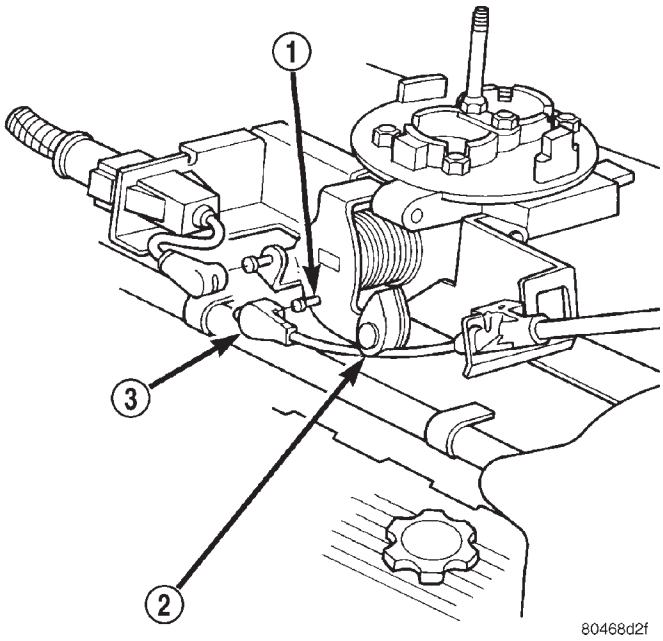

Fig. 43 Throttle Cable at Throttle Body—5.9L Engines—Typical
(8) **5.9L Engines:** Slip the cable end rearward from pin on throttle body (Fig. 43).
(a) Rotate and hold the throttle cam in the full wide open position. Snap the cable end onto lever pin (Fig. 43).